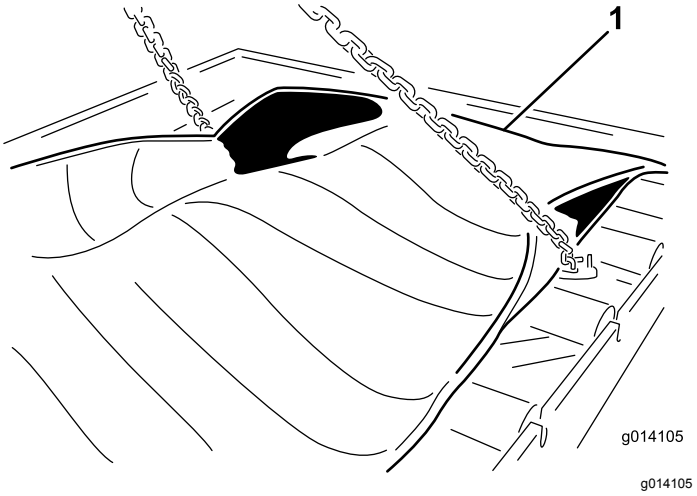

Figuur 59
23. Verwijder de 24 bouten om het element los te maken (Figuur 59).